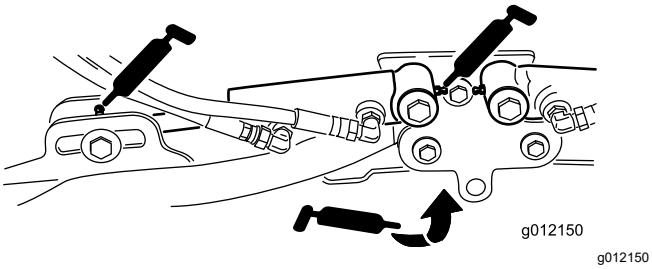

Figur 71
- Klippeenhedens løftearmscylindere (2 hver) (Figur 71)
- Løftearmenes drejetapper (1 hver) (Figur 71)